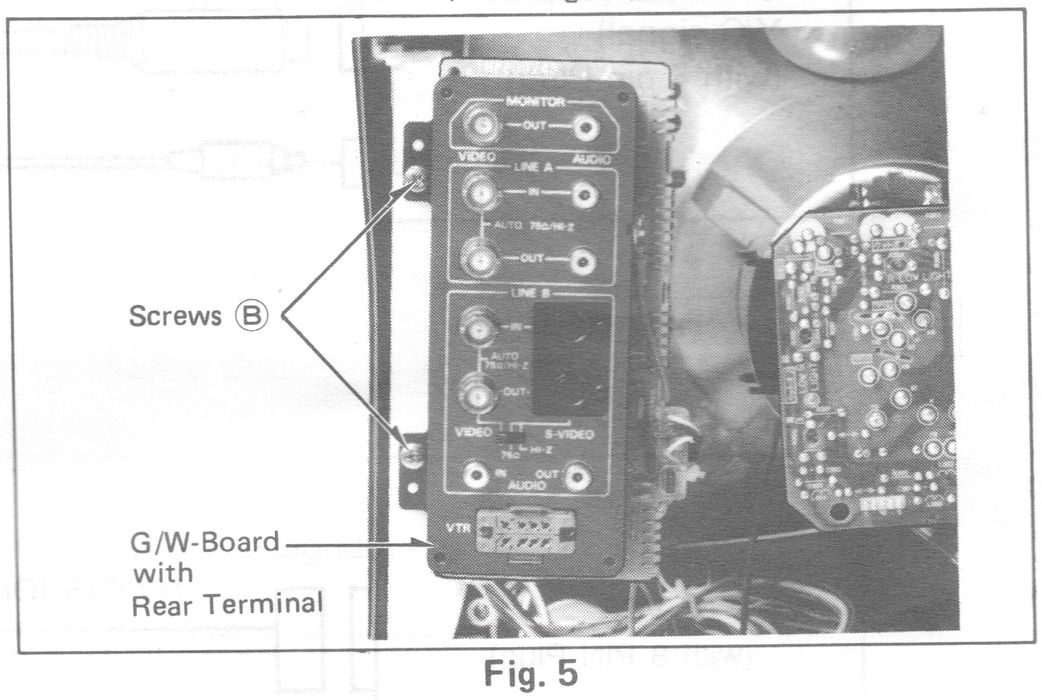

Fig. 5
(1) Remove the Back Cover.
(2) Remove the 2 screws Ⓑ, to remove the G/W-Board with Rear terminal. (See Fig. 5)